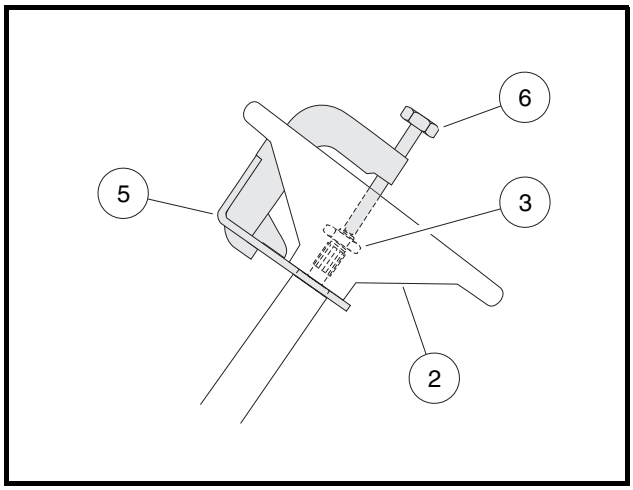

Figure 9-2 Steering Wheel Puller
- 5.3. Rotate the anvil screw (6) clockwise until the base plate contacts the bottom of the steering wheel where it attaches to the steering column **(Figure 9-2, Page 9-2)**.